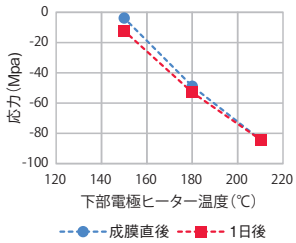
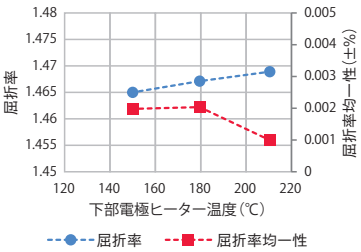
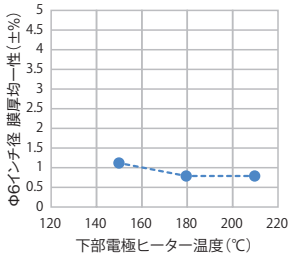

図3 成膜温度と応力の関係
図4 成膜温度と屈折率及び屈折率均一性の関係
図5 成膜温度と膜厚均一性の関係
従来、アノードカップリング方式にて13.56MHzのみ、かつ200℃程度の低温にてTEOS-SiO_2膜の成膜を行う場合、高成膜レートを得ようとすると応力の経時変化が問題であった。応力の経時変化を抑えるには、①成膜速度；20nm/min以下、②応力；-200 MPa以上（圧縮）の双方を満たすようにSiO_2成膜条件を調整する必要があった。これに対し13.56MHzと400kHzを重畳する2周波CVD技術を用いることで、成膜温度が150～ 210℃と低温でも成膜速度90nm/min以上、応力-100MPa（圧縮応力）以下のSiO_2膜を得ることができた。応力の経時変化も10MP a 以下に抑えることができており、膜中のダングリングボンド等が少ない安定した膜質のSiO_2膜が得られたと考えられる（図2、図3）。これは、低温成膜が求められる樹脂フィルム等への保護膜形成において、フィルムへの熱ダメージ、成膜後の形状変形を抑えつつ厚膜成膜が可能なことを示している。低温・低応力成膜は、半導体デバイス製造工程においてプラズマCVD成膜に求められる要件の一つである。また、屈折率の安定性も高いことから、光学的な用途への応用も可能である（図4）。膜厚についても非常に良い均一性が得られている（図5）。